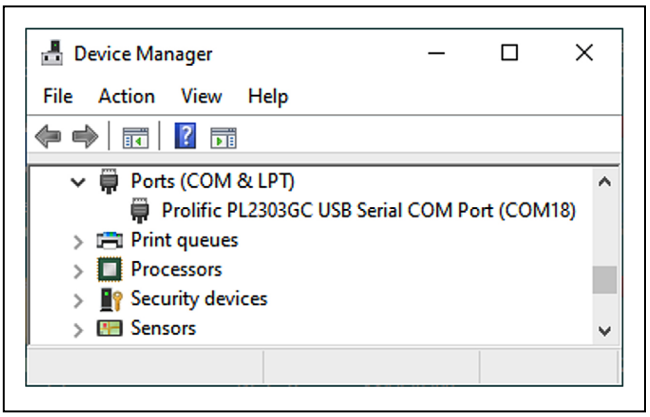

Figure 1. MAX66301 EV Kit Virtual COM Port
4) The MAX66301 EV kit uses both the Prolific PL-2303 and a MAXQ610 microcontroller to provide SPI or UART connectivity to the MAX66301 device. Verify the correct installation of the virtual COM port by selecting **Control Panel→System→Hardware→Device Manager** and expanding the **Ports (COM & LPT)**. If the driver is installed properly, the Port lists as in Figure 1. Note that your COM port number can be different.